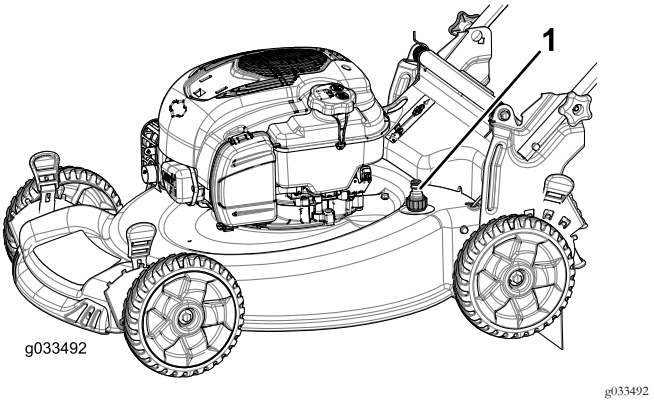

Rysunek 39
5. Podłącz wąż ogrodowy z wodą do złącza czyszczenia (Rysunek 39).